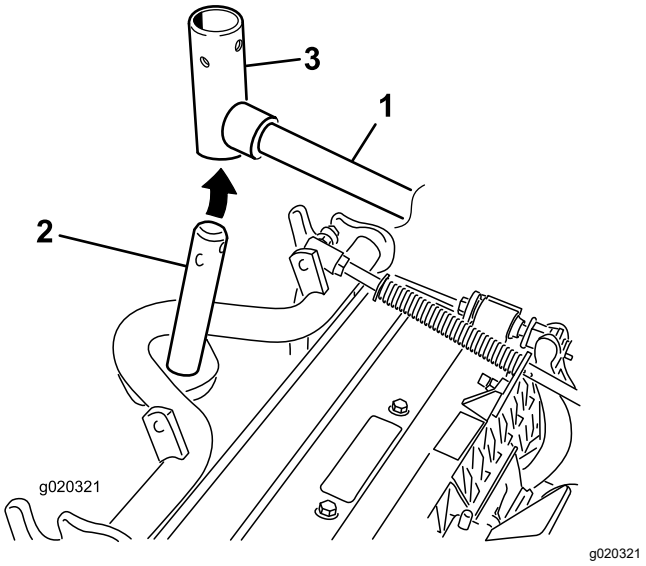

Figur 7
9. Hvad angår de forreste klippeenheder, skubbes en klippeenhed ind under løftearmen, mens bærerammeakslen sættes op i løftearmens drejegaffel (Figur 7).
B. Sæt løftearmsgaflen på bærerammens aksel (Figur 7).